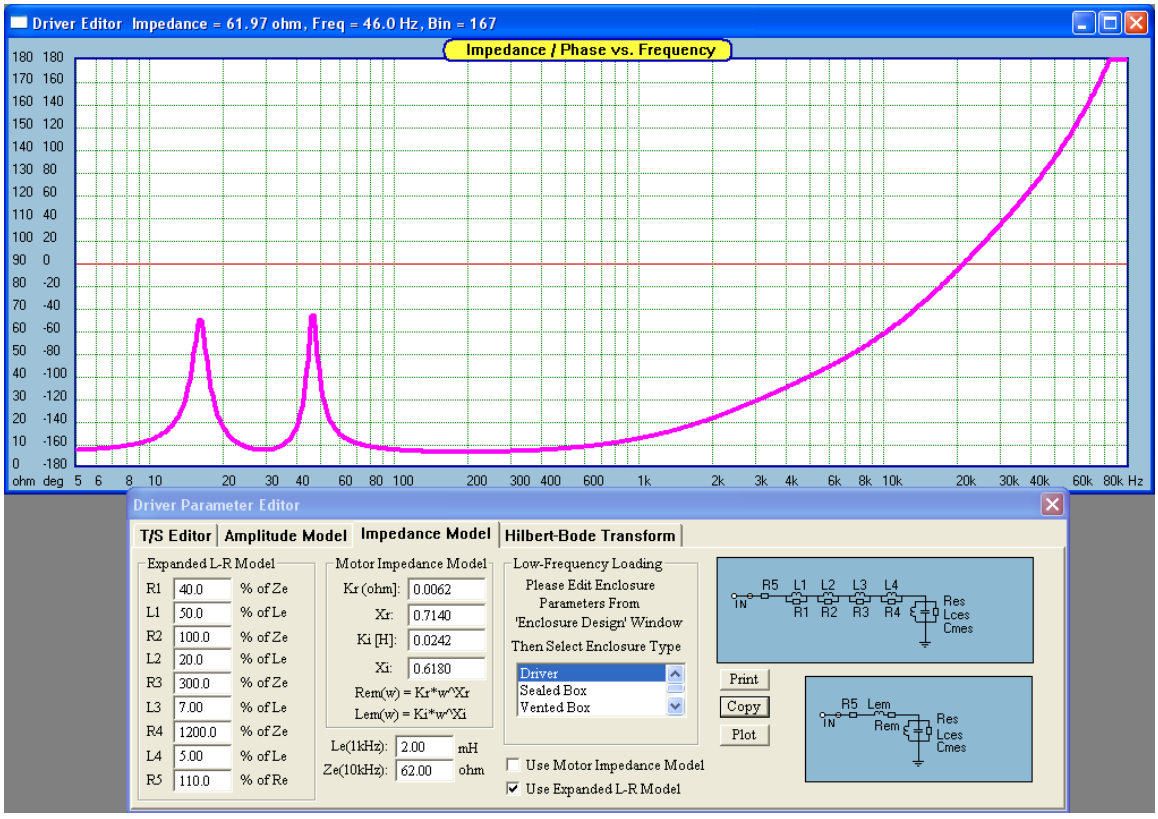

Fig 2.12 Impedance Models
Manual entry of impedance curve is accomplished much the same as the previously described amplitude response - drawing the curve and then using cursor keys to fine tune the plot. The default impedance curve is plotted at 1 ohm level. At any point of time, the user can flip between frequency response and impedance curve using 'Edit Amplitude' and 'Edit Impedance' buttons. The currently edited curve will be saved and the newly selected one plotted on the screen. Once again, the 'Edit Impedance' button should be used to clean up the display. See Fig 2.12. Once the whole (5Hz - 100kHz) impedance curve is edited, it can be used as a template for recovering complex impedance. Editing impedance curve over the whole frequency range is important. Slope Correction is also provided for the impedance. This is accomplished via 'Hilbert Transform Function' screen, which was also used for recovering amplitude transfer function.
Two editable impedance models: (1) Quad-LR model and (2) Motor Impedance model, are provided and can be accessed via the main menu. See Fig 2.12. The Quad-LR model requires voice coil inductance as provided by data sheets, often measured at 1kHz and impedance minus DC resistance measured at 20kHz. The four LR sections are then assigned a **percentage** of the values above to fit any given impedance curve. Also R5 in the model can be different from the DC resistance of the driver.